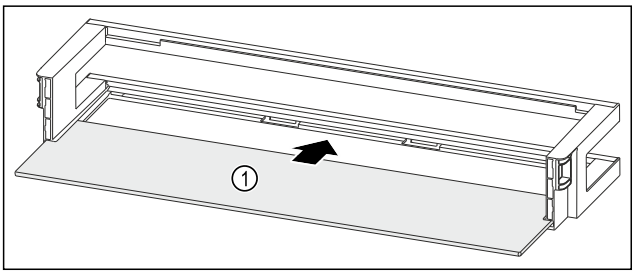

Fig. 241 Raft montat pe ușă cu raft
- ▶ Împingeți în interior raftul *Fig. 241 (1)* în degajările laterale.